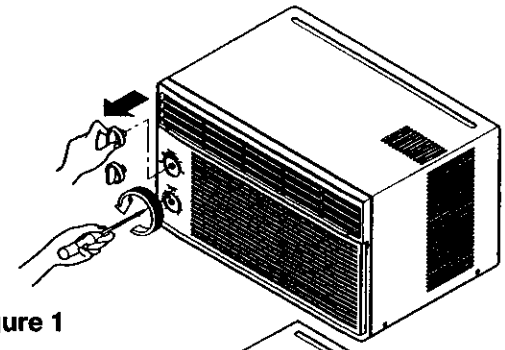

Figure 1
2. Remove the two knobs by pulling them off. Using a screwdriver, remove the screw that secures the front grille to control board. (See Figure 1)